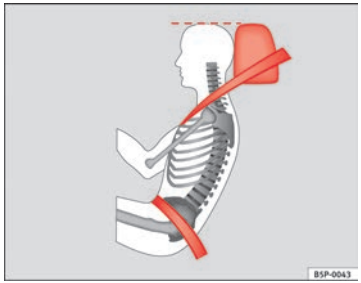

Abb. 13 Richtiger Gurtbandverlauf und richtige Kopfstützeneinstellung von der Seite betrachtet
- **Das Beckengurtteil des Sicherheitsgurtes muss vor dem Becken verlaufen und niemals über dem Bauch. Dabei muss der Gurt flach und fest am Becken anliegen ⇒ Abb. 13. Ziehen Sie das Gurtband gegebenenfalls etwas nach.**